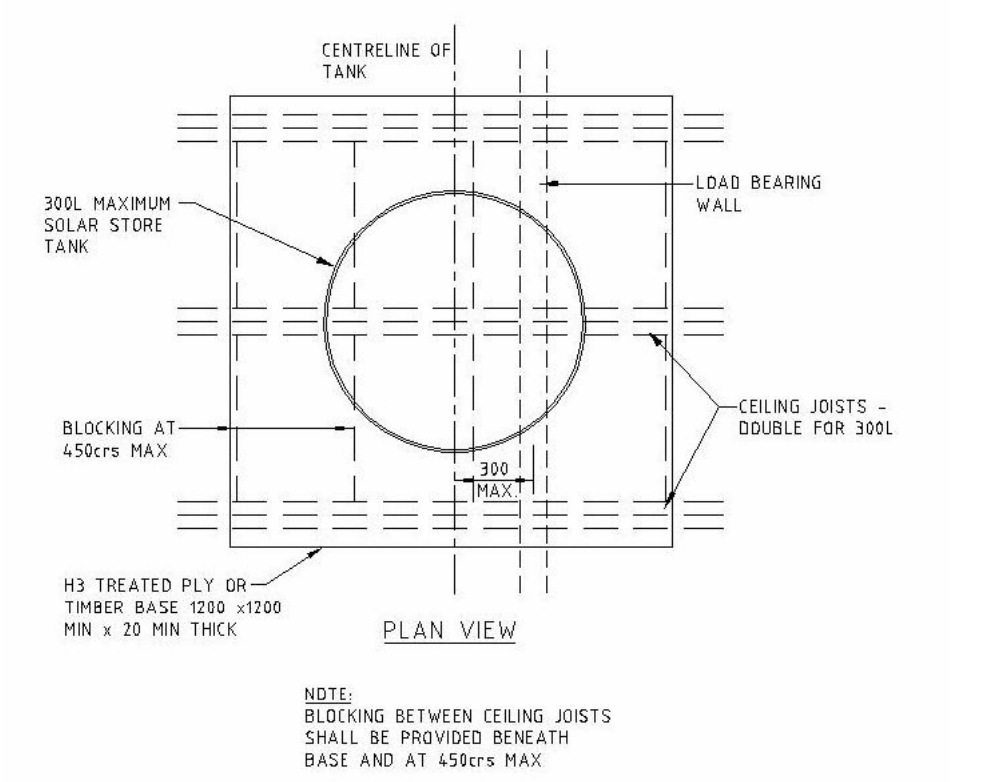

Fig 3 – Support of store tanks in the roof space
5.1 Solar Store tanks up to 300l capacity in the roof space shall be supported over walls as in Figure 3. Installation of 450l tanks in the roof space requires specific engineering design